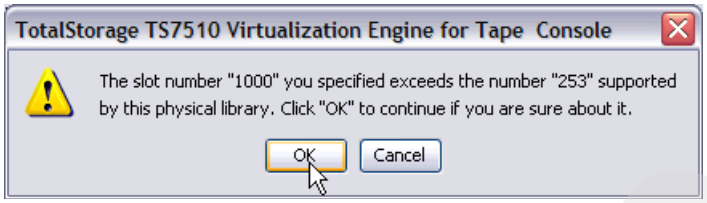

Figure 4-28 Information message about the library size
6. You see an information message like the example in Figure 4-28. which indicates that we are going to create a library with more than 253 slots. This should not be a problem for any ISV software unless you do not have the right license from your ISV to support the size of this library. Some ISVs, such as Legato Networker, license slots in the library.